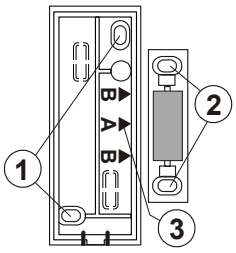

rys. 3
2. Przyśrubuj tylny plastikową część do stabilnej części drzwi (okna). Znaki A, B na tej plastikowej części wyznaczają umieszczenie magnesu (**rys. 3**).